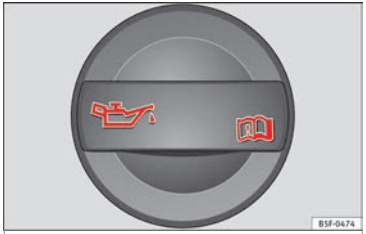

Bild 242 I motorutrymmet: Tanklock till motoroljan.
- Påfyllningsröret känns igen via symbolen på locket **››› bild 242** och oljestickan via dess färgade handtag.
- Skruva loss locket från motoroljans påfyllningsrör på topplocket **››› bild 242**. Om du inte vet säkert var locket sitter ska du be om hjälp från en specialist.